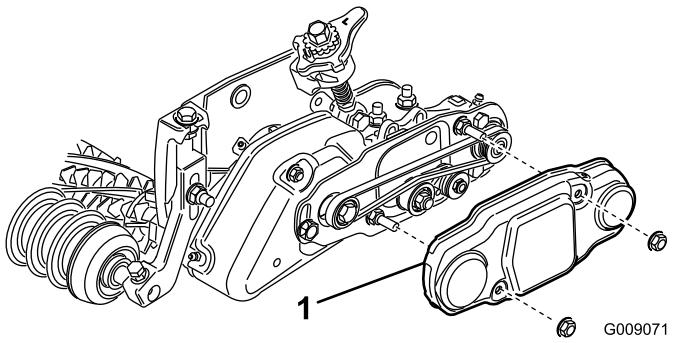

Figur 34
48. Skyv remdekselet på monteringsboltene, og fest med (to) flensmuttere (Figur 34).